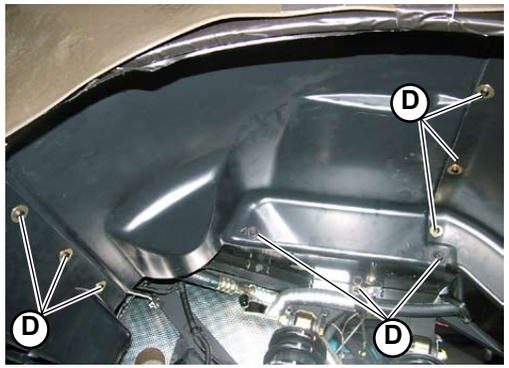

Fig.3
2. Secure the central wheel arch element using the screws (**D-Fig.3**) (some screws are shared by the front and rear wheel arch elements).